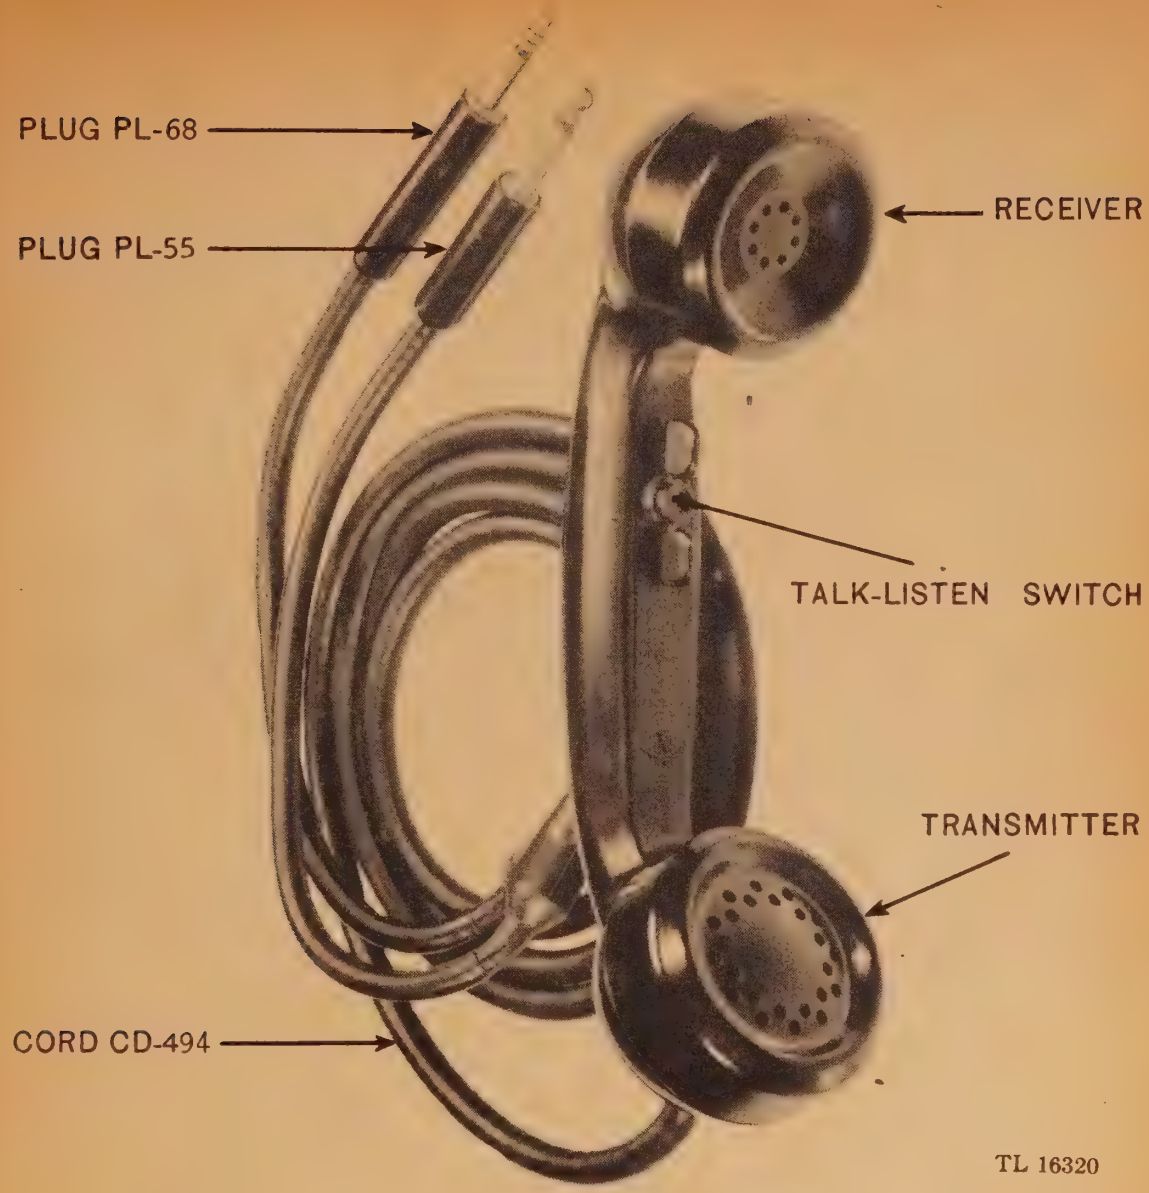

Figure 8. Handset TS-13-( ).
1. Handset TS-13-( ) (figs. 8 and 11). This handset consists of a microphone, which converts the acoustical power of the voice of the operator into electrical energy, and a receiver which converts the audio power output of the amplifier into audible sound. A butterfly press-to-talk switch is located on the handle to complete the microphone circuit. Cord W-11 is attached to the handset. This cord terminates in Plug PL-55 (P-3) which is connected to jack J-2 on the control unit panel, or to jack J-3 on extension cord W-10, and Plug PL-68 (P-1) which is connected to jack J-8 on the control unit panel or to jack J-9 on extension cord W-10.